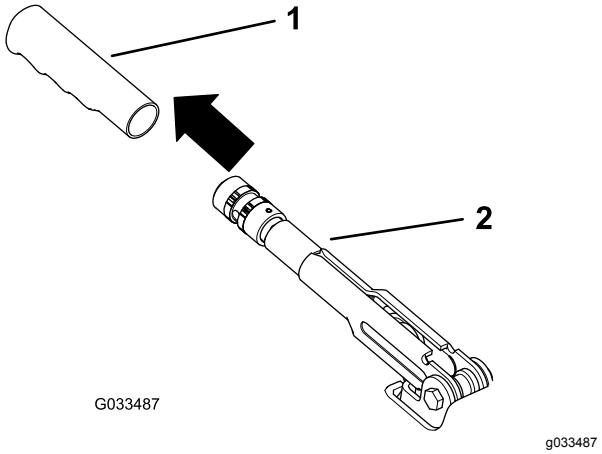

图58
1. 从手刹操纵杆上卸下橡胶握把图58。
5. 将橡胶握把装回手刹操纵杆图58。